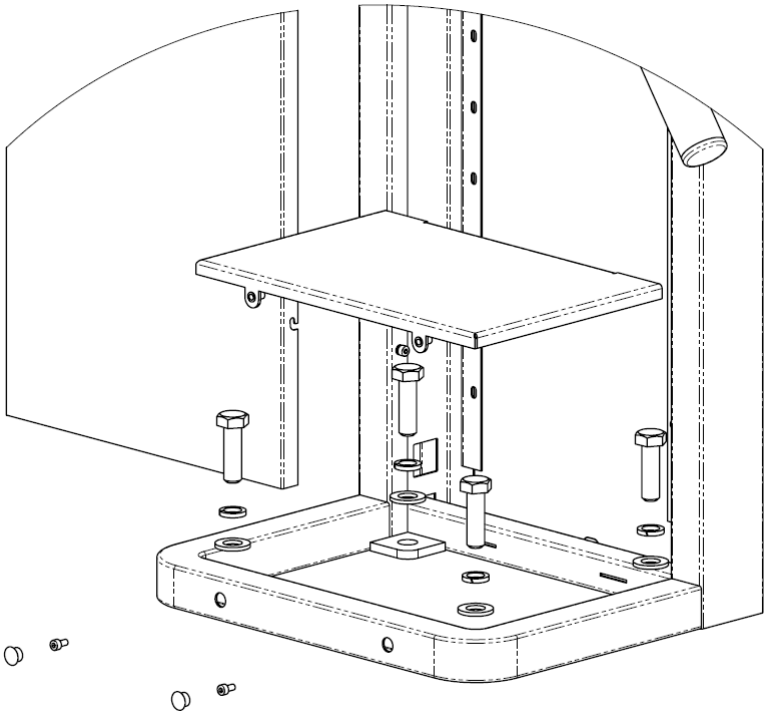

Рисунок 5 – Подготовка к установке турникета
4.2.8 Совместить отверстия в стойке турникета с анкерами в полу (Рисунок 5 – 1).
Закрепить стойку турникета 4 винтами (Рисунок 5 – 2), закрутив их в соответствующие анкеры, используя ключ для винта с внутренним шестигранником S5.